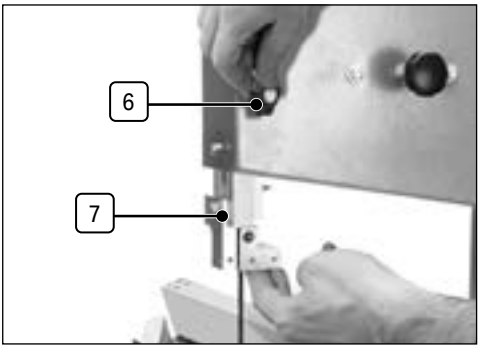

Fig. 8
7.4 Blade Guard Slide Adjustment (Fig.8)